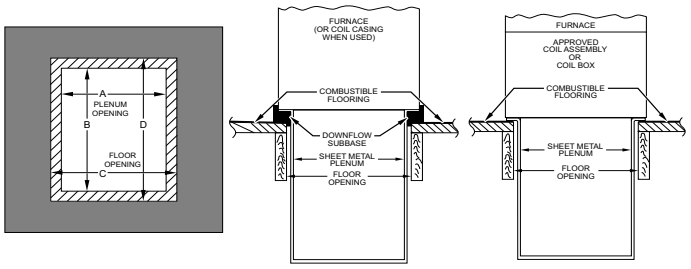

Fig. 25 – Installation on Combustible Flooring
2. Construct hole in floor per Table 6 and Fig. 25.
3. Construct plenum to dimensions specified in Table 6 and Fig. 25.
4. If downflow subbase is used, install as shown. If manufacturer's cased evaporator coil or coil casing is used, install as in Fig. 25.